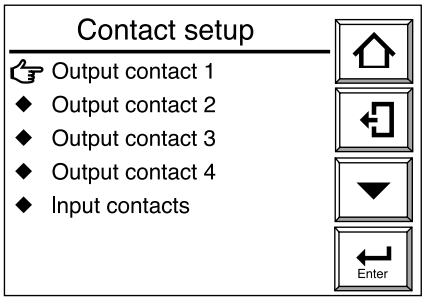

Figura 8.7 Display di configurazione dei contatti
(1) Premere il tasto Configurazione nel display base per visualizzare il display Esecuzione/Configurazione.
(2) Selezionare Setup nel display Esecuzione/Configurazione. Viene visualizzato il display "Commissioning" (Configurazione).
(3) Selezionare la configurazione Contatti nel display "Commissioning" (Configurazione). Viene visualizzato il display Contact setup illustrato nella figura 8.7.